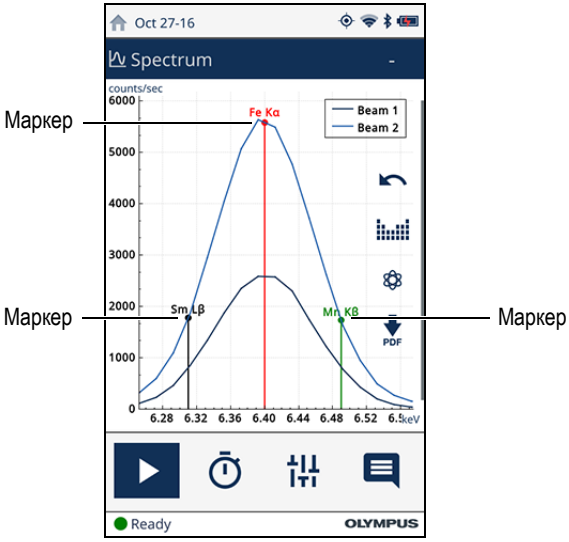

Рис. 3-5 Маркер на спектре
3. Щелкните на пик спектра для отображения маркеров (см. Рис. 3-5 на стр. 108).